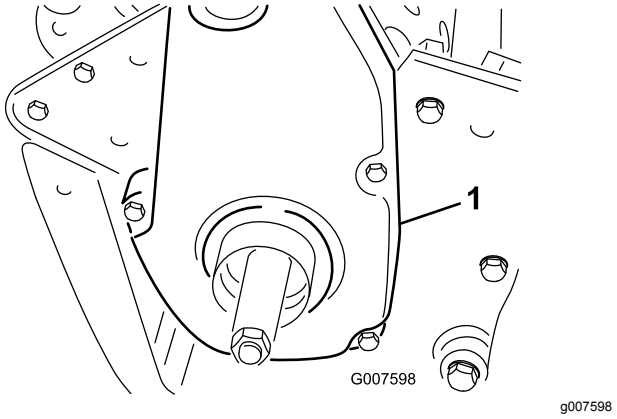

Figur 50
6. Ta bort den bakre remkåpan på maskinens högra sida (Figur 50).